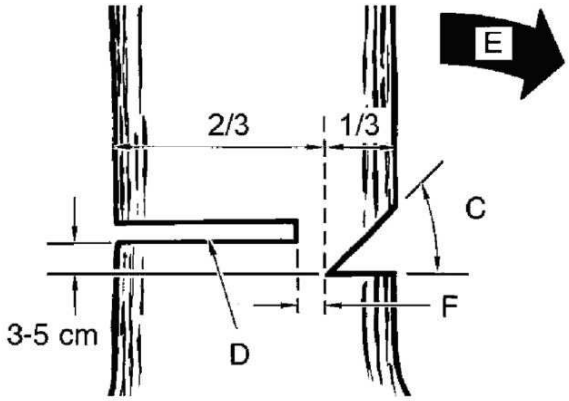

Рис.21
• Спиливание состоит из двух надрезов: предварительного **C** и заднего **D** (рис.21).